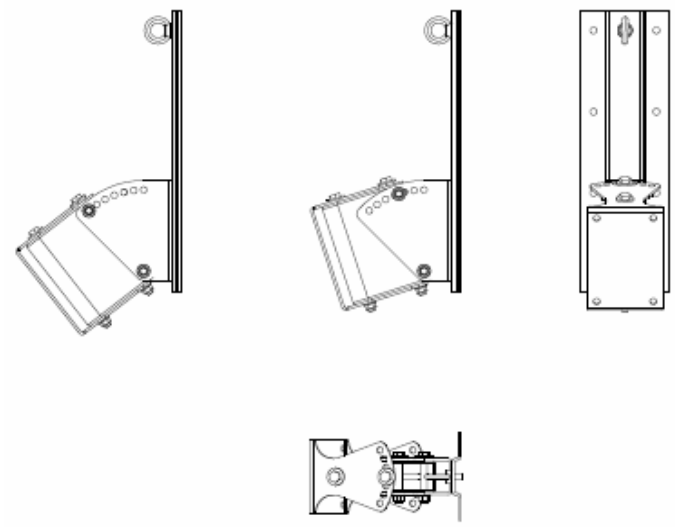
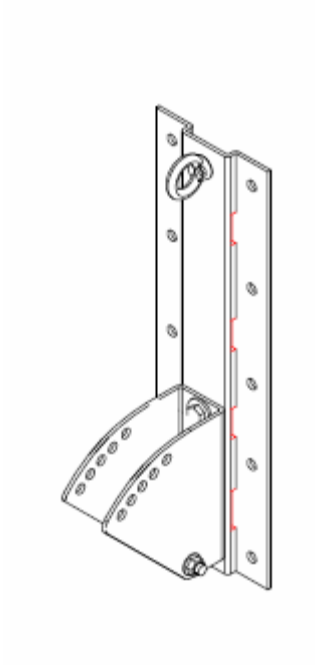
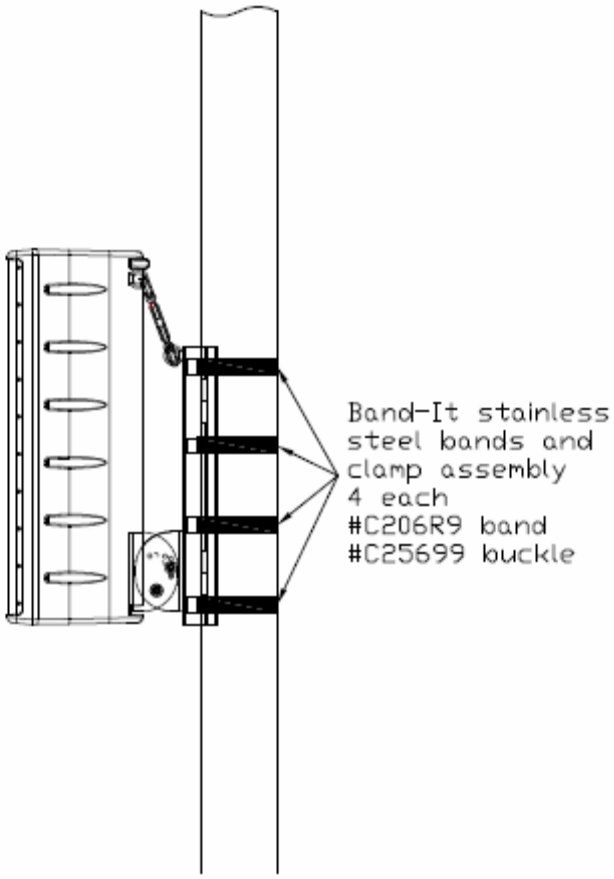

Figure 1
Figure 1a
Figure 6
The PT-70 and PT-35 consist of three parts: the wall bracket, the loudspeaker bracket, and the Safety Link. The PT-70 wall bracket and loudspeaker bracket are shown in Figure 1. Figure 1a shows the wall bracket portion of both the PT-70 and the PT-35. The PT-70 bracket allows the loudspeaker to be oriented from a 0 degree down tilt to a maximum down tilt of 30 degrees and the PT-35 allows a down tilt of 25 degrees.
1. Mount the wall bracket section (see figure 1a) of the bracket to the pole at the desired height on the pole. The bracket is mounted to the pole using BAND-IT stainless steel bands. DO NOT SUSTITUTE bands of other material or other widths! There are four locations on the pole bracket for bands. ALL 4 LOCATIONS MUST BE USED on the PT-70. There are 3 locations for the PT-35, ALL THREE MUST BE USED. Figure 6 illustrates the locations for the stainless steel band clamps.(PT-70 is shown)